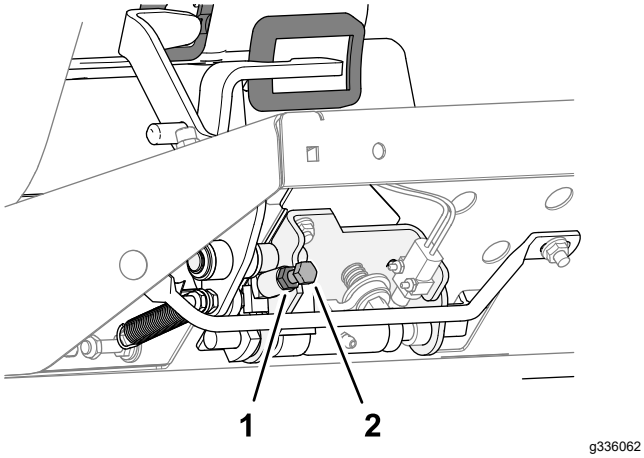

**Figur 32**
***Viktig:*** **Klippehastighet er stilt inn på 9,7 km/t på fabrikken. Denne kan gjøres høyere eller lavere ved å justere stoppskruen for hastighet (Figur 32).**